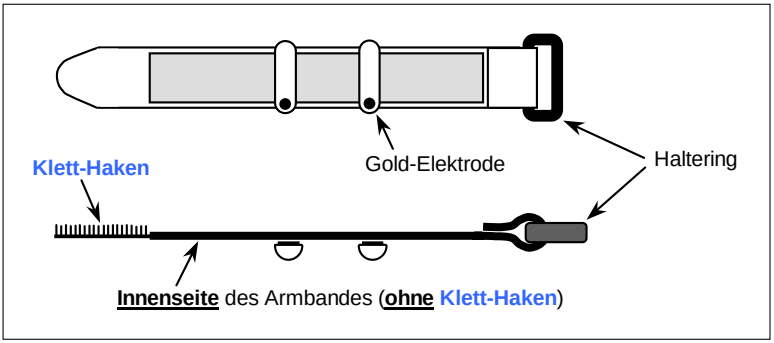
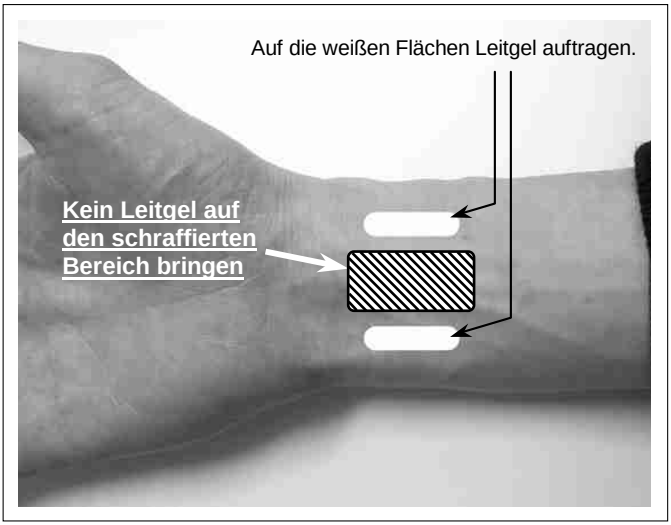

Abbildung 1: Gold-Elektroden auf die Innenseite des Armbandes kletten.
Abbildung 2: Die weißen Flächen geben die Lage der Pulsadern an.
1. Schritt: Beide Gold-Elektroden etwa mittig auf die **Innenseite** des Armbandes kletten **(Abb. 1)**, und zwar im Abstand der Pulsadern **(Abb. 2)**.
2. Schritt: Eine ca. erbsengroße Menge Leitgel auf jede der beiden weiß markierten Flächen auftragen und etwas verreiben **(Abb. 2)**. Halten Sie den schraffierten Bereich zwischen den Elektroden frei von Leitgel.